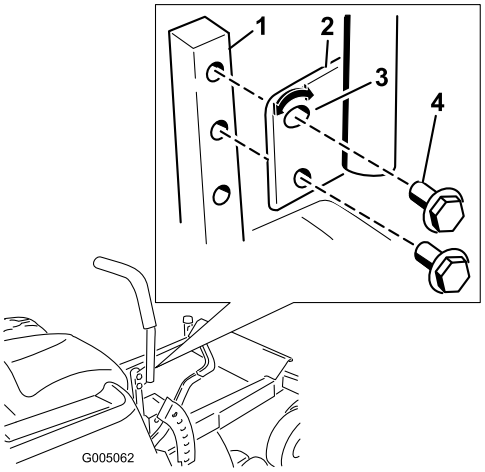

Figura 21
1. Togliete i due bulloni che fissano la leva di comando all'albero del braccio di controllo (Figura 21).
2. Spostate la leva di comando nella serie di fori successiva. Fissate la leva con i due bulloni (Figura 21)
2. Allentate il bullone inferiore appena a sufficienza per ruotare la leva di controllo in avanti o all'indietro (Figura 21). Serrate entrambi i bulloni per fissare il controllo nella nuova posizione.